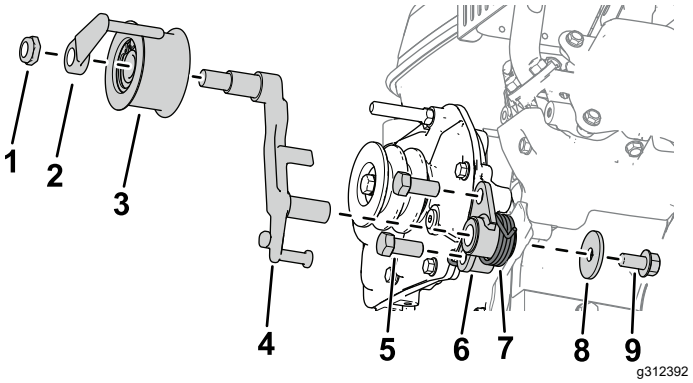

Figur 3
5. Monter koblingsbeslaget på gearkassen med 2 bolte (7/16" x 1") som vist i Figur 3.
6. Monter koblingsarmen på koblingsbeslaget (Figur 3).
7. Monter tilspændingsfjederen på koblingsbeslaget med en spændeskive (⅜" x 1⅜") og en bolt (⅜" x ¾") som vist i Figur 3.
8. Monter styreremskiven på koblingsarmen med et remstyr og en sekskantmøtrik (Figur 3).